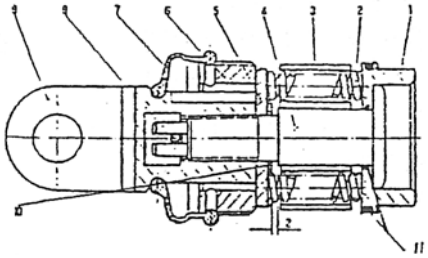
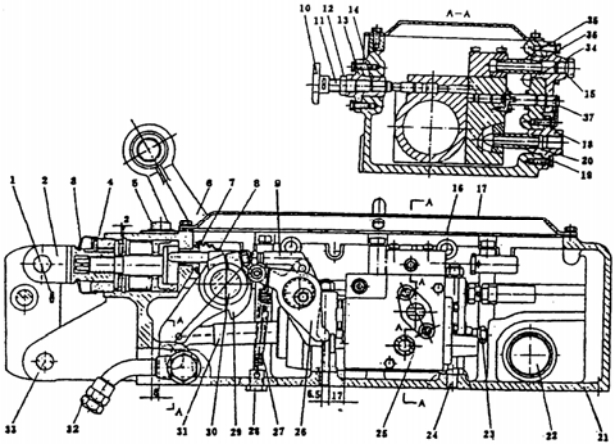

Рис. 3-20 Пружина силового регулировония в сборе
Рис. 3-21
При отсутствии внешних сил на пружину регулировки усилия в сборе, пружина не сжимается, отсутствует зазор между пружиной и держателем пружины, прижимом пружины. Через определенное время работы может появиться зазор между пружиной и сопряженными деталями по причинам деформации, коррозии пружины и т.д. Если люфт превышает 1мм при легком перемещении соединительного звена коромысла внучную, следует проводить регулировау (см. рис. 3-20). При регулировке, выньте палец (4) (см. рис. 3-21) , как показано на рис. 3-20, ослабьте гайку (6) , выньте пружину регулировки в сборе , извлеките палец (8) , поверните стержень пружины отверткой до устранения зазора и отжимания пружины, вставьте палец (8) , затем установите пружину регулировки усилия в сборе в отверстие в задней части корпуса подъемного механизма, завинтите гайку (6) до устранения радиального зазора между пружиной регулировки усилия в сборе и корпусом, при этом прорезь соединительного звена коромысла должно направляться вверх, соответственно поверните большую гайку до совмещения отверстия и прорези, вставьте палец (4) (см. рис. 3-21) , установите палезащитный колпачок на большую гайку.
Как показано на рис. 3-21, переместите рычаг в положение подъема, при этом подъемный рычаг поднимается в максимально высокое положение под углом 60° относительно горизонтальной плоскости. В целях облегчения регулировки, можно поставить клин толщиной 8мм между внутренним подъемным рычагом и корпусом подъемного механизма. В этот момжет положение подъемного рычага доведено до требуемого положения. Ослабьте болт крепления кулачка регулировки (29) , поверните кулачок регулировки положения, чтобы выдвинуть основной регулирующий клапан на 17 мм относительно торцевой поверхности корпуса распределителя, затяните болт крепления кулачка регулировки, затем отрегулируйте рычаг регулировки усилия, ослабьте гайку, повернитетолкатель регулировки усилия, доведите зазор между контрольным концом рычага регулировки усилия и крайне наружным концом регулирующего клапана до 6,5мм, затяните гайку рычага регулировки усилия в сборе (9) , чтобы завершить регулировку.